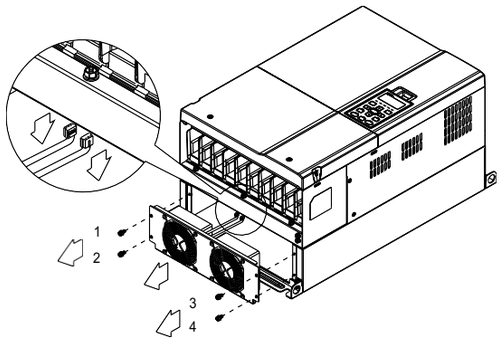

Рис. 4
4. (Рис. 4) Выкрутите винты. Усилие откручивания: 24~26 кг*см (20.8~25.6in-lbf).